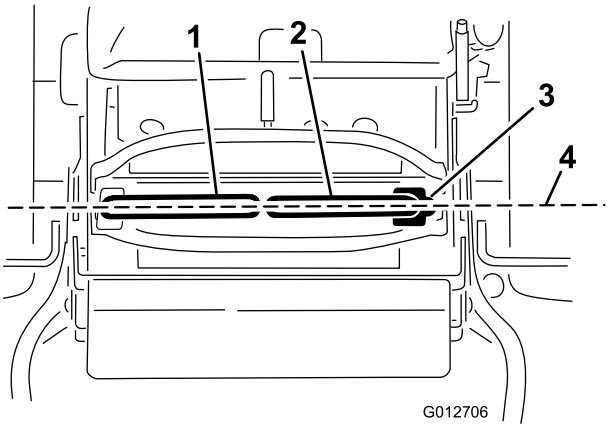

Figur 70
**Viktig: Pass på at gressklipperens sporing er korrekt når du har justert bevegelseskontrollspakene. Justering av sporingen og tilpasning av bevegelseskontrollspakene på langs er samme prosedyre (Figur 70).**
1. Når spakene står på linje horisontalt, kontrollerer du om de står på linje på langs ved å skyve kontrollspakene forsiktig forover for å fjerne slakken i forbindelsen for kontrollspakene (Figur 70).